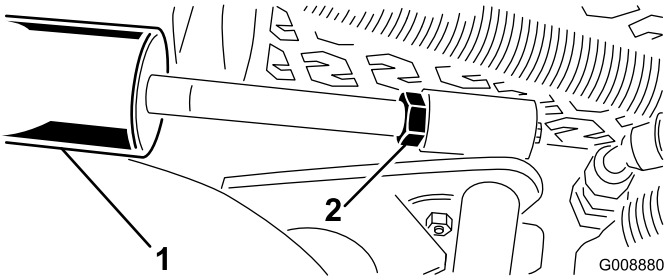

Figur 14
A. Sänk klippenheterna och flytta kontramuttern bakåt på cylindern (Figur 14).